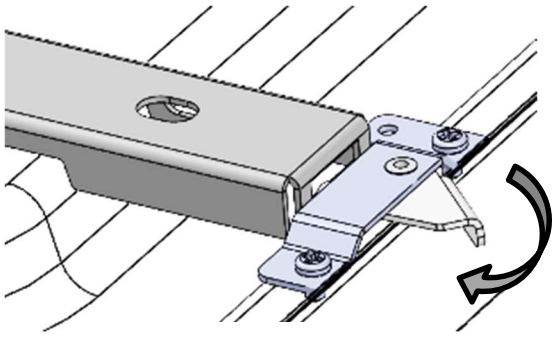

Figure 8A
- Faire pivoter les verrous en position fermée (les deux verrous), voir la figure 8A.